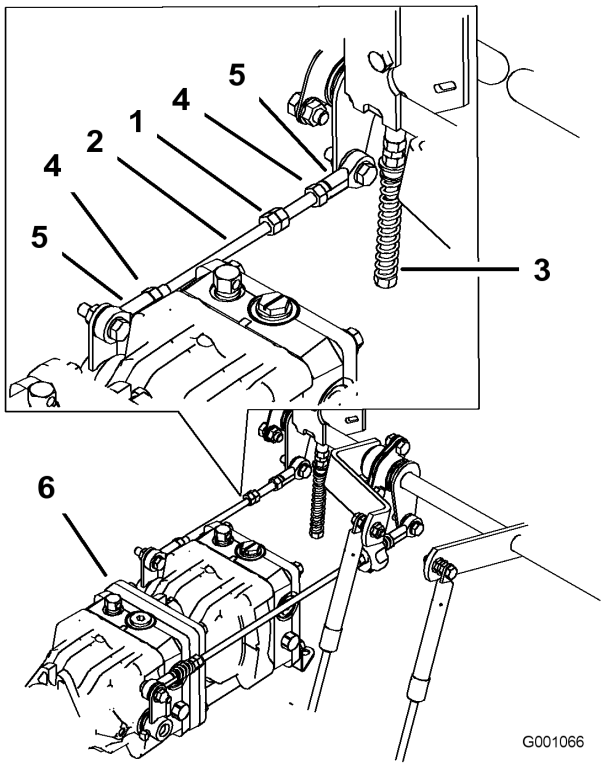

Figure 69
1. Desserrez les contre-écrous sur les rotules de la tige de commande de la pompe (Figure 69).
3. Réglez la longueur de la tige de pompe en tournant les doubles écrous dans le sens voulu, jusqu'à ce que la roue soit immobilisée ou tourne légèrement en marche arrière (Figure 69).
6. Serrez les contre-écrous contre les rotules (Figure 69).